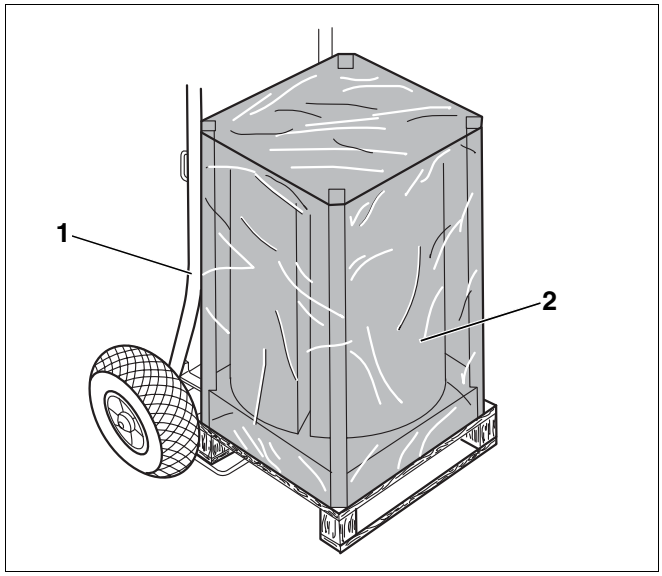

Rys. 3 Transport zasobnikowego podgrzewacza c.w.u. przy pomocy wózka kołowego
- Ustawić wózek kołowy (rys. 3, **poz. 1**) przy tylnej ściance podgrzewacza (rys. 3, **poz. 2**).